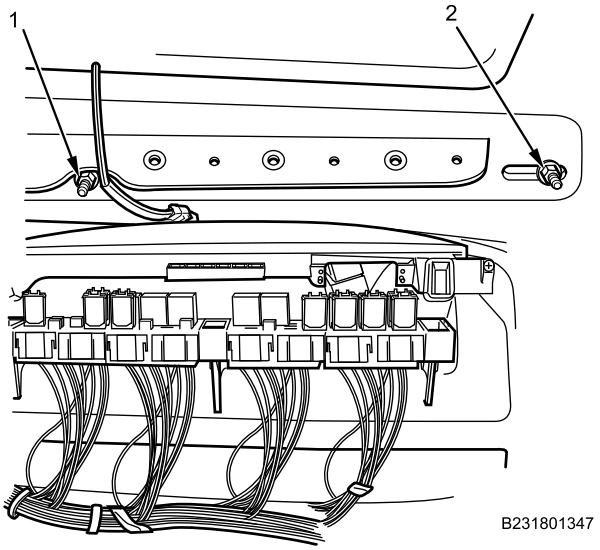
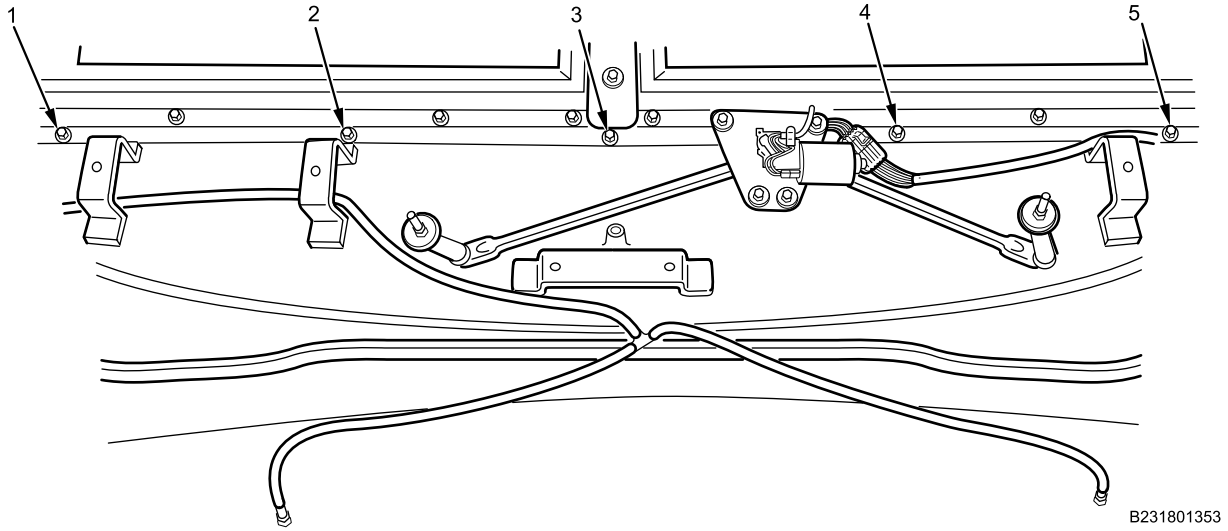

Figure 9. Cross-Vehicle Equipment Bracket Nut Right Side Interior Locations.
Figure 10. Cross-Vehicle Equipment Bracket Bolt Exterior Locations.
7. Loosely install nut (Figure 9, Item 1) on cross-vehicle equipment bracket bolt (Figure 10, Item 2).
8. Loosely install nut (Figure 9, Item 2) on cross-vehicle equipment bracket bolt (Figure 10, Item 1).
9. Torque all cross-vehicle equipment bracket bolts (Figure 10, Item 1, 2, 3, 4, 5) to 22–24 ft-lbs (30-32 N•m) with assistant.